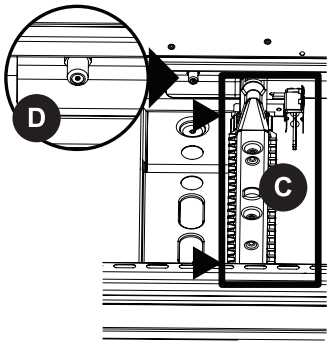

Figure 13
d. Lift the bake burner assembly (**C**) and shift to one side to gain access to the orifice hood (**D**). Complete removal from the cavity is not required (see Figure 13). IMPORTANT: The igniter is very fragile. Take care to not damage the igniter when moving parts.